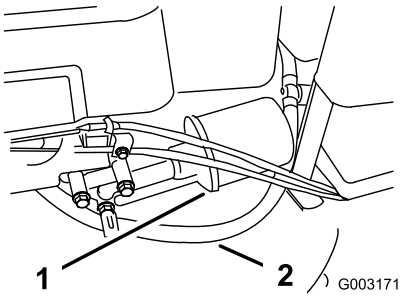

Figuur 24
Vervang het oliefilter (Figuur 24) om de 100 bedrijfsuren of jaarlijks, waarbij de kortste periode moet worden aangehouden.
4. Verwijder de brandstofleiding (Figuur 24) door de pijpklem bij de carburateur los te maken.